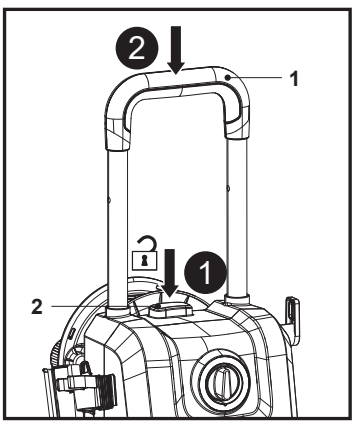

Fig. 17
2. Ține apăsat butonul de blocare a mânerului (2) și apasă mânerul de transport (1) pentru a-l retrage (fig. 17).